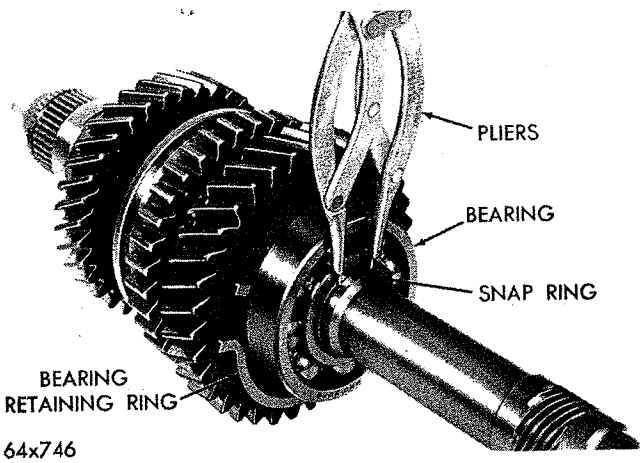
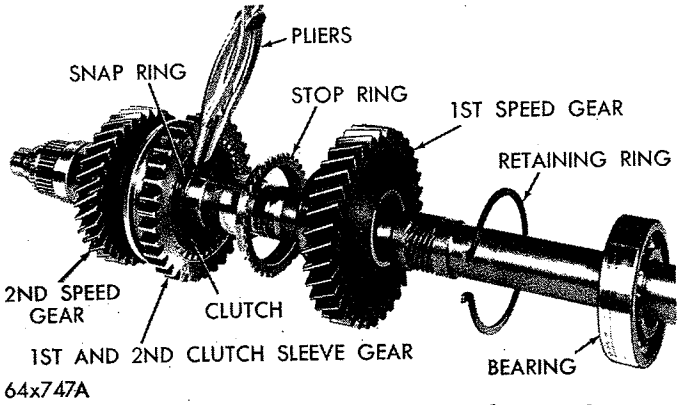

***Fig. 16—Removing or Installing Rear Bearing Snap Ring—Rear***
***Fig. 17—Removing or Installing Clutch Gear Snap Ring***
(10) Remove snap ring that retains mainshaft bearing on the shaft (Fig. 16). Remove bearing from mainshaft by inserting steel plates on front side of 1st speed gear, then using an arbor or hammer, press or drive rear bearing off the mainshaft. (Be careful not to damage gear teeth.)
(11) Remove bearing, bearing retainer ring, 1st speed gear, and first speed stop ring from the shaft.
(12) Again using snap ring pliers, remove snap ring that retains 1st and 2nd clutch sleeve gear and clutch to the mainshaft (Fig. 17). Slide 1st and 2nd clutch sleeve gear and clutch from the mainshaft. (Do not separate clutch sleeve gear and clutch, unless inspection reveals a replacement part is required.)
(1) Slide second speed gear over mainshaft (synchronizer cone toward rear) and down against shoulder on the shaft (Fig. 17).
(2) Slide first and second clutch sleeve gear assembly including 2nd gear stop ring over mainshaft (with shift fork slot toward front) and against the second speed gear. (Be sure stop ring is indexed with shift plates.) Install a new snap ring to secure (Fig. 17).
(3) Slide low gear stop ring over shaft, position and index with the shift plates.
(4) Slide first speed gear (synchronizer cone toward clutch sleeve gear just installed) over mainshaft into position against the clutch sleeve gear.
(5) Install mainshaft bearing retaining ring, followed by the mainshaft rear bearing. Using an arbor and a suitable tool, drive or press bearing down into position. Install a new snap ring to secure (Fig. 16).